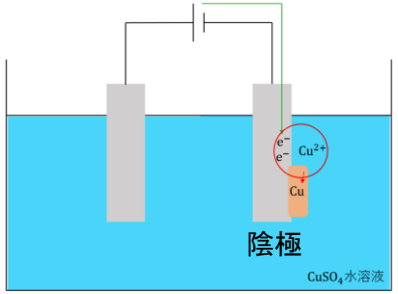

図2 陰極反応
- 電気メッキでは溶液中に存在する金属イオンが電子を受け取って金属として析出し、メッキが施されていく。よって、**メッキしたい製品を陰極に配置**する。（図2 陰極反応）